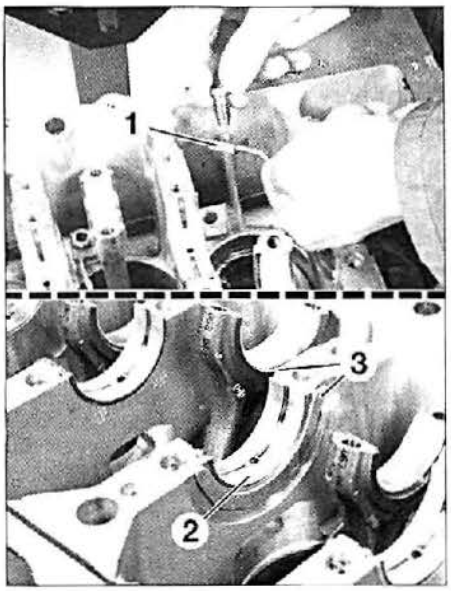

FIG. 59
• Montar los surtidores del fondo de los pistones (1) **(fig. 59).**
• Montar en el bloque motor los cojinetes (2) ranurados, aceitados, según la clase determinada para cada apoyo.
• Colocar a ambos lados del apoyo n°2 (lado volante motor), los separadores de reglaje (3) del juego axial con la cara ranurada lado cigüeñal.